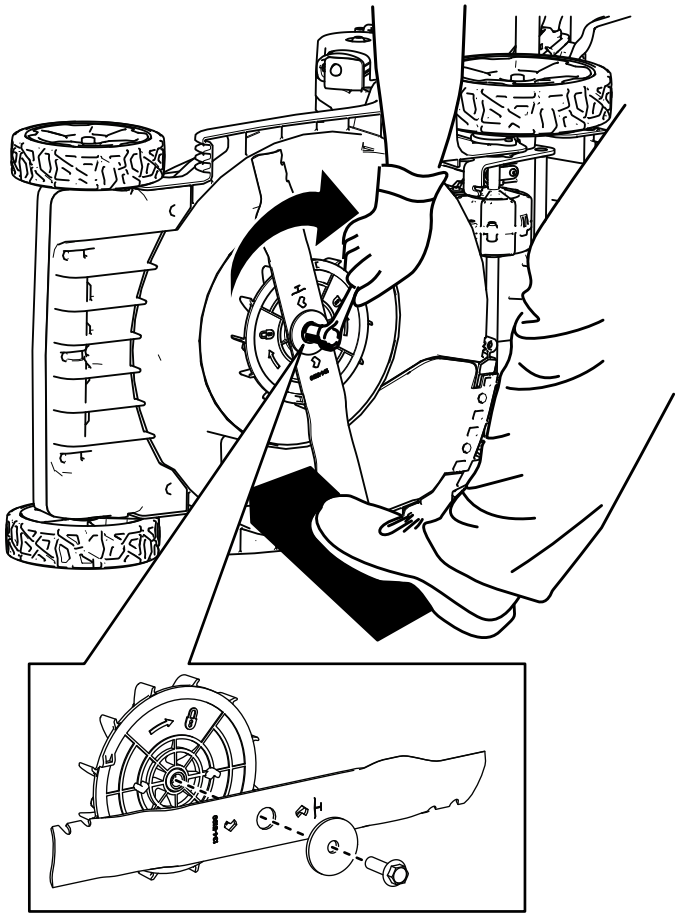

Figura 25
4. Instale la cuchilla nueva, la arandela y el perno (Figura 25).